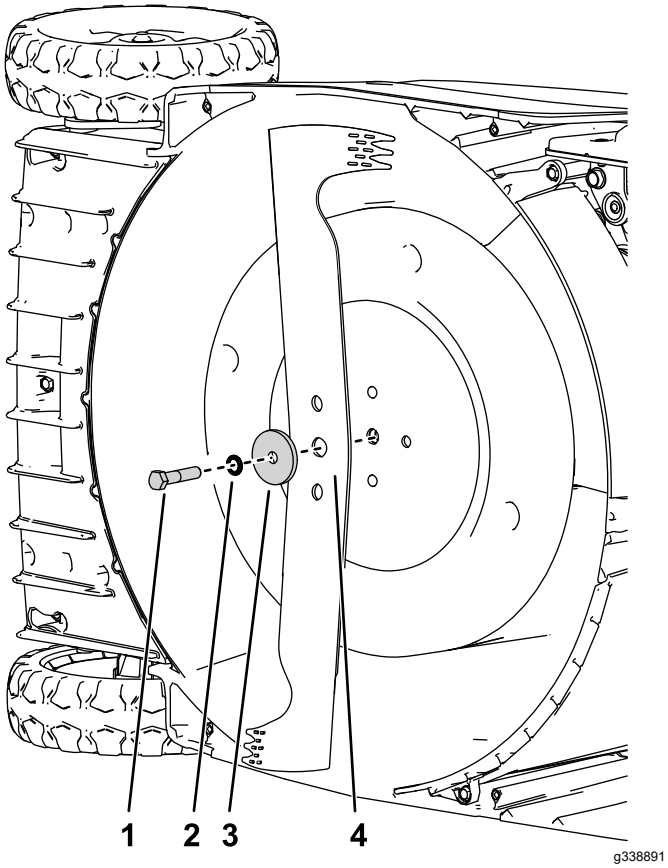

Figura 26
5. Montate la nuova lama usando la bulloneria di montaggio (Figura 26).